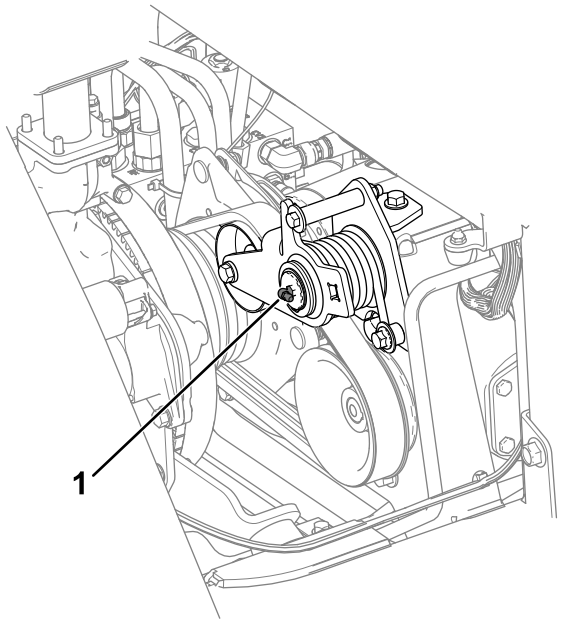

**Figura 44**
- Braccio di rinvio (Figura 44)